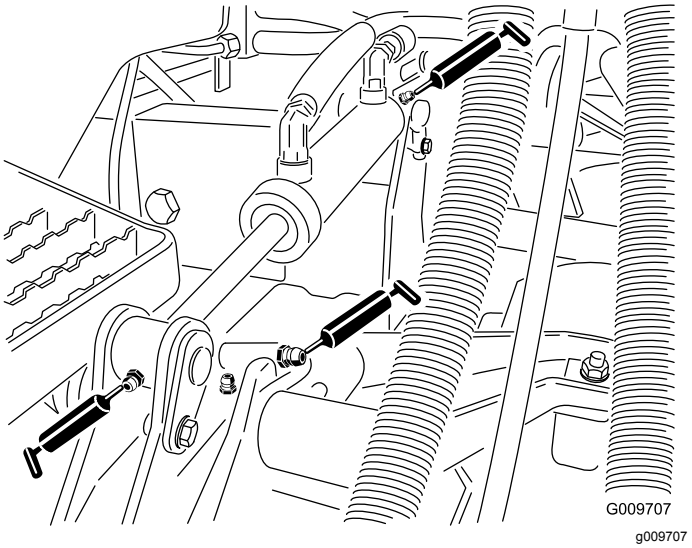

Rysunek 25
- Tuleje ramion podnoszących (1 na podwozie tnące) (Rysunek 25)
- Tuleje podnośników podnoszących (2 na podwozie tnące) (Rysunek 25)